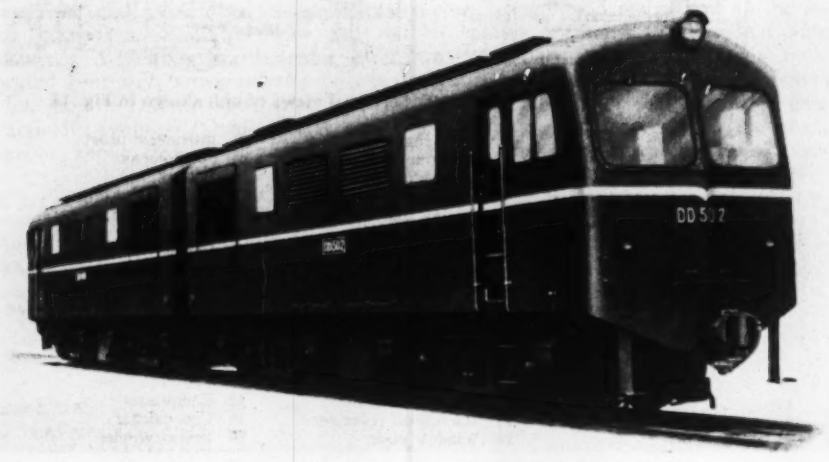

Fig. 22 Japanese railway locomotive built by Mitsubishi
A Japanese diesel-electric double-unit locomotive rating 900 hp per cab in a single-engine design is shown in Fig. 22 and described under item 7 in Table 2.